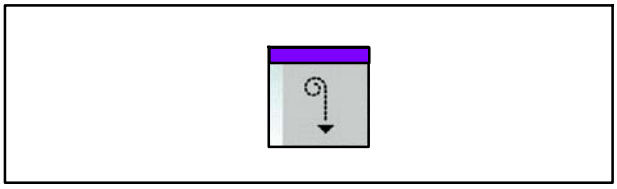

Fig. 201 Touche Fermer la porte roulante
23. Appuyer simultanément sur les deux touches Fermer la porte roulante (Fig. 201) (commande bimanuelle) jusqu'à ce que la porte roulante soit fermée